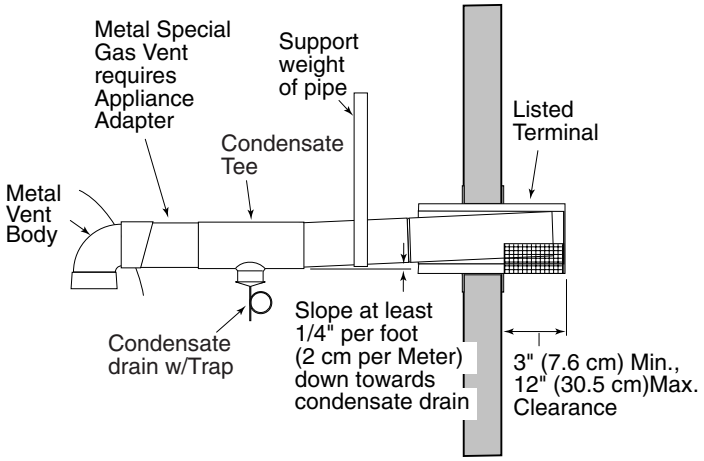

FIGURE 14: Typical Special Gas Vent Pipe Installation (Horizontal-Positive Pressure)
- at least 3″ and at most 12″ out from the wall (see Figure 14), following the vent manufacturer's instructions.